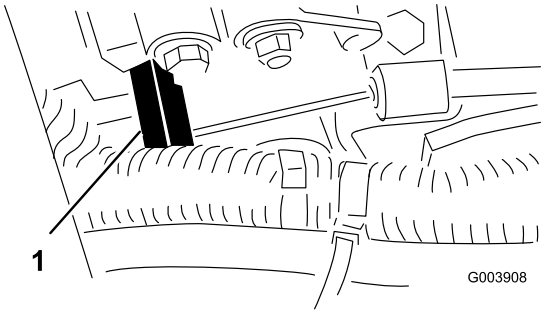

**Figuur 54**
3. Houd de hefboomarm van de injectiepomp (Figuur 54) tegen de regelschroef voor het hoog stationair toerental en zet de kabelklem vast.